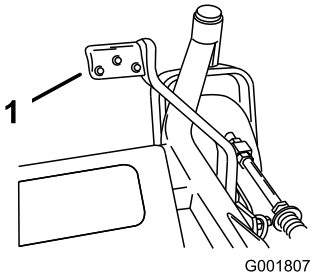

**Figur 27**
2. Trykk ned på løftespaken mens du trekker opp klippehøydespaken (Figur 27).